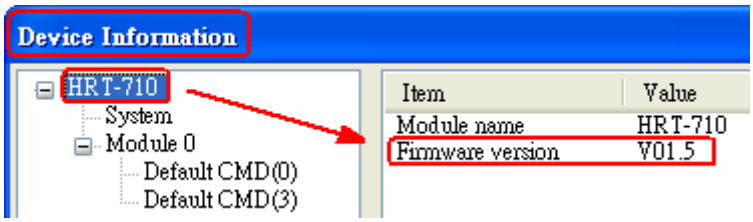

Figure 4-5 Firmware Version of HRT-710
(6) Close the shell and turn on the power of HRT-710. Then users can check the firmware version of HRT-710 by using “HG_Tool” like Figure 4-5.